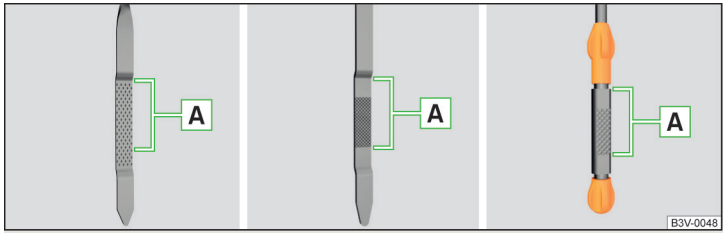

Fig. 255 **Modelos de varillas del nivel de aceite**
El nivel de aceite tiene que situarse en la zona A» fig. 255. ¡Si el nivel de aceite se encuentra por debajo de la zona A se debe rellenar aceite.
■ El nivel de aceite no debe estar nunca fuera de la zona A» fig. 255 - ¡De lo contrario existe riesgo de daños del motor, así como en el sistema de gases de escape!